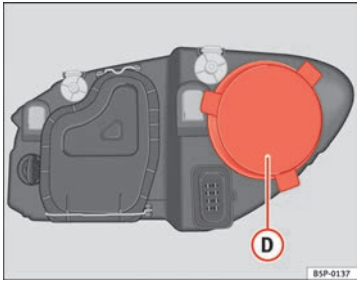

Fig. 188 Side lights
– Remove the cover ⇒ fig. 188 (D) by pulling on this.